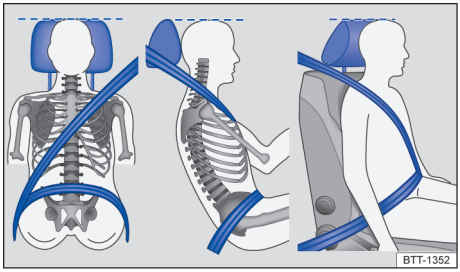

Fig. 30 Posição correta do cadarço do cinto de segurança e ajuste correto do apoio para cabeça.
– Deixar o cinto de segurança sempre plano e sem o cadarço torcido sobre o corpo. Se necessário, esticar um pouco o cadarço do cinto de segurança → Fig. 30.